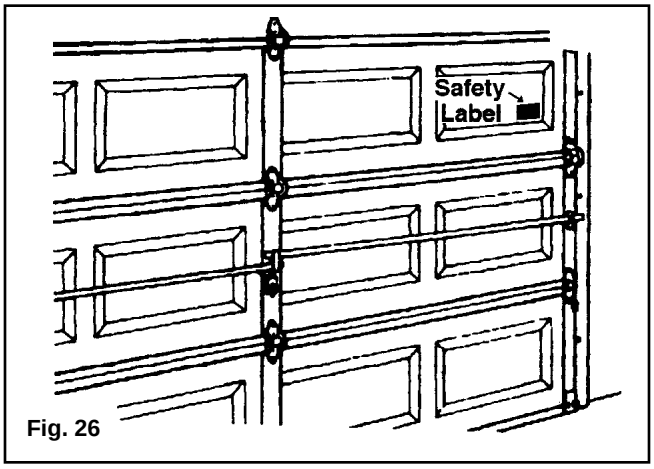

Fig. 26
**Step 11:** Place this section on top of the other sections and nail in place as before. Attach the hinges from the top of the previous section to the bottom of this section using carriage bolts and nuts. (FIG. 26)